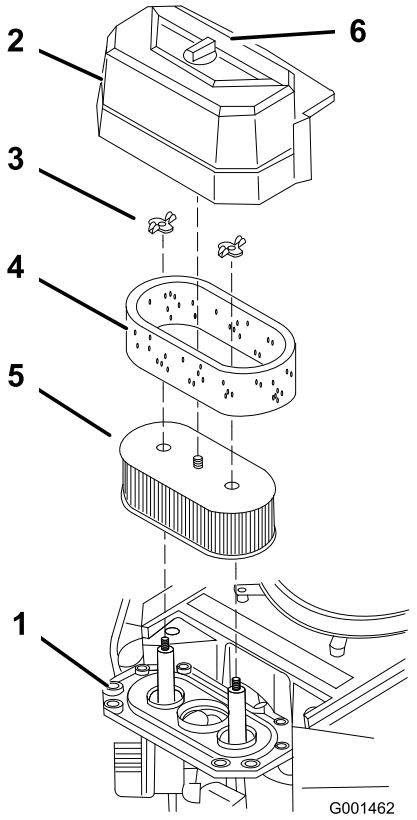

Bild 32
3. Reinigen Sie den Bereich um den Luftfilter herum, um zu verhindern, dass Schmutz in den Motor fällt und Schäden verursacht (Bild 32).
4. Schrauben Sie das Handrad los und entfernen Sie die Luftfilterabdeckung (Bild 32).
5. Nehmen Sie die zwei Flügelmuttern und dann den Luftfilter ab (Bild 32).
6. Ziehen Sie den Schaumeinsatz vorsichtig vom Papiereinsatz (Bild 32).
Reinigen Sie nicht den Papierfilter. Tauschen Sie ihn nach jeweils 200 Betriebsstunden aus (Bild 32). Untersuchen Sie den Einsatz auf Risse, einen öligen Film und Schäden an der Gummidichtung und wechseln Sie ihn ggf. aus.
1. Schieben Sie den Schaumeinsatz vorsichtig auf den Papierluftfiltereinsatz (Bild 32).
2. Schieben Sie den Luftfilter auf das Luftfilterunterteil und befestigen Sie ihn mit den 2 Flügelmuttern (Bild 32).
3. Setzen Sie die Abdeckung des Luftfilters auf und ziehen Sie das Abdeckhandrad fest (Bild 32).